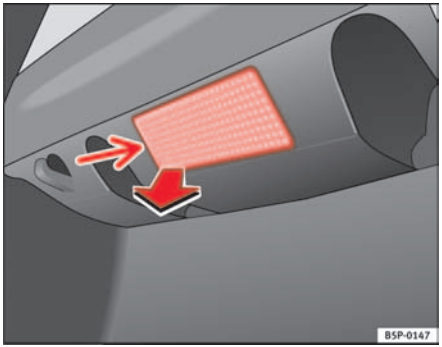

Fig. 192 Luggage compartment light
- Extract the tulip shaped fitting by pressing on the inside edge of this -arrow- using the flat side of a screwdriver ⇒ fig. 192. ▶